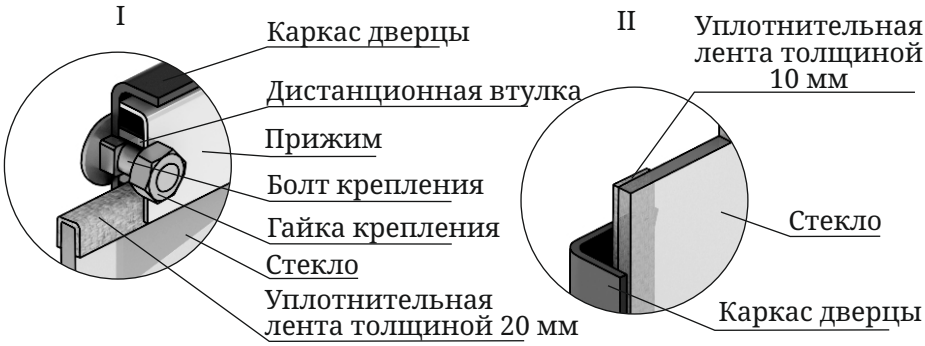

Рисунок 11. Крепление светорозрачного экрана (стекла) дверцы.
1. Открутите две гайки, фиксирующие верхний прижим (рисунок 11.I), и демонтируйте их и дистанционные втулки;
4. Возьмите новое стекло, если на нем нет уплотнительных лент, наклейте их: лента шириной 20 мм наклеивается сверху и снизу стекла «П»- образно (рисунок 11.I), лента шириной 10 мм наклеивается вертикально, вдоль боковых сторон стекла (рисунок 11.II).
5. Вставить стекло в нижний прижим, при этом лента наклеенная с боковых сторон (вертикальная) должна быть зажата между стеклом и каркасом дверцы (рисунок 11.II).
*Внимание! Гайки крепящие прижим накручиваются на болты крепления через дистанционные втулки (рисунок 11.I).*